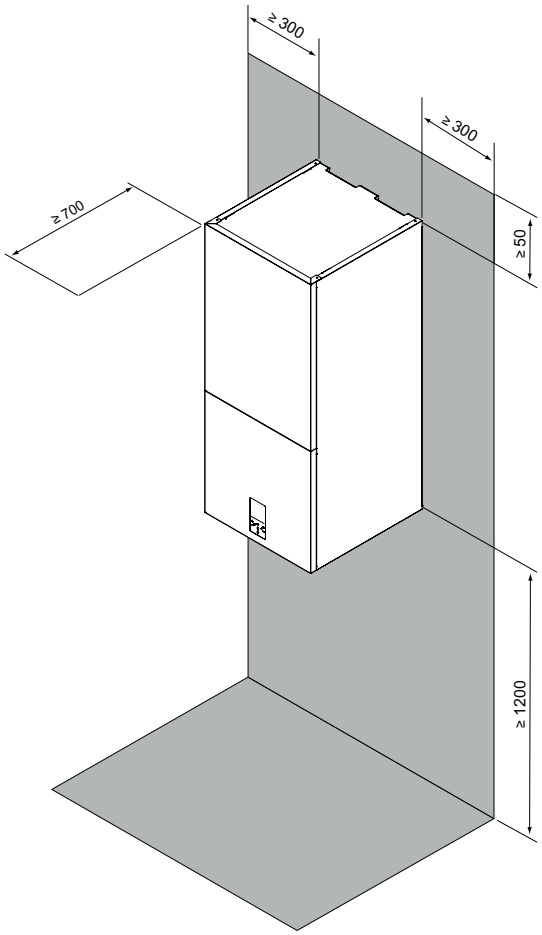

fig. 9 - zone de travail minimale pour l'unité intérieure
- L'espace autour de l'unité est adapté à la maintenance, voir fig. 9.